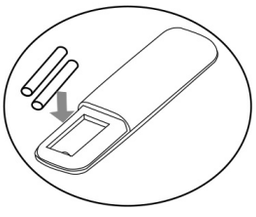

Fig.2
- Inserte dos pilas nuevas prestando atención a la polaridad (fig.2).